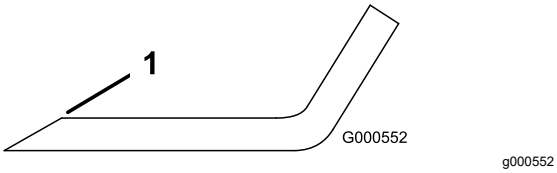

Figur 108
1. Anvend en fil til at slibe begge ender af skærekniven (Figur 108).
Bemærk: Hvis kniven ikke er afbalanceret, skal der slibes lidt mere metal af sejlområdet (Figur 108).